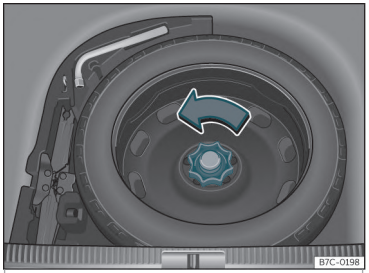

Fig. 213 În portbagaj: podeaua portbagajului scoasă.
- Rotiți butonul rotativ în sens antiorar**›››** **fig. 213**.